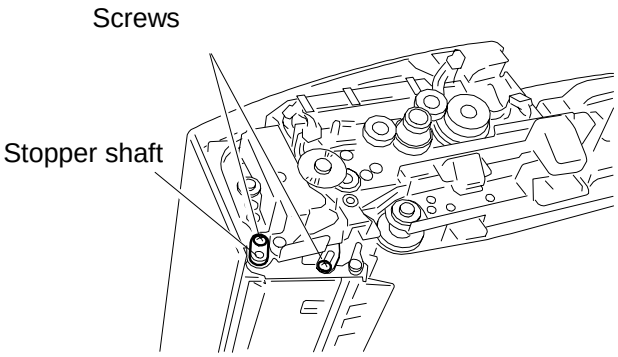

Fig. 15
15) Tighten the 2 screws on the front face. (Fig. 15)